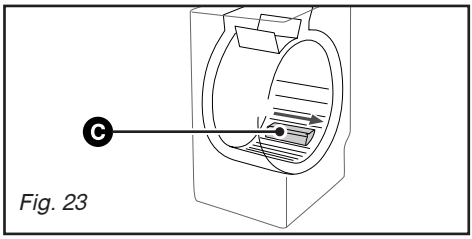

Fig. 23
– ensuite, dans tous les cas, tournez de nouveau le tambour, ouvrez les portillons et retirez la pièce C en la faisant glisser suivant la flèche *(Fig. 23)*